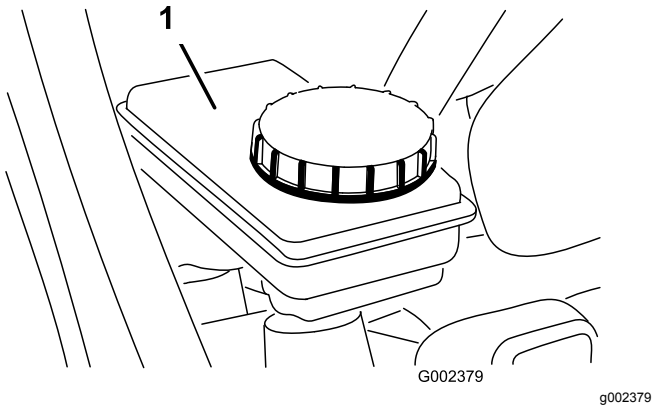

Figura 57
5. Assicuratevi che il livello del fluido raggiunga la linea di pieno nel serbatoio (Figura 57).
6. Se il livello è basso, pulite attorno al tappo del serbatoio, rimuovete il tappo e rabboccate fino al livello opportuno con l'olio dei freni specificato (Figura 57).